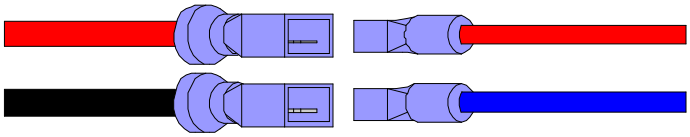

Figure 31. 35Ah Wire Harness to 8Ah Wire Harness
10. Connect the 35Ah wire harness to the 8Ah wire harness (red – red and black – blue). Figure 31